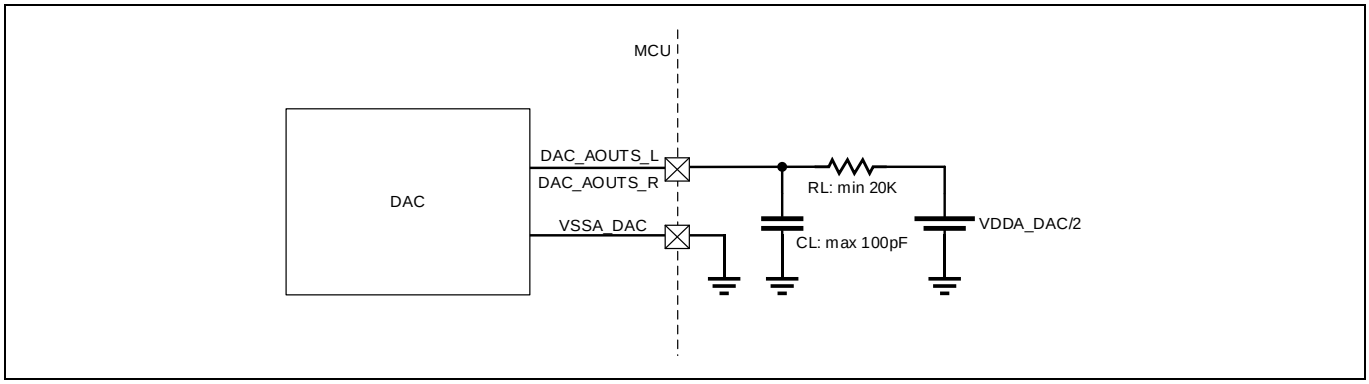
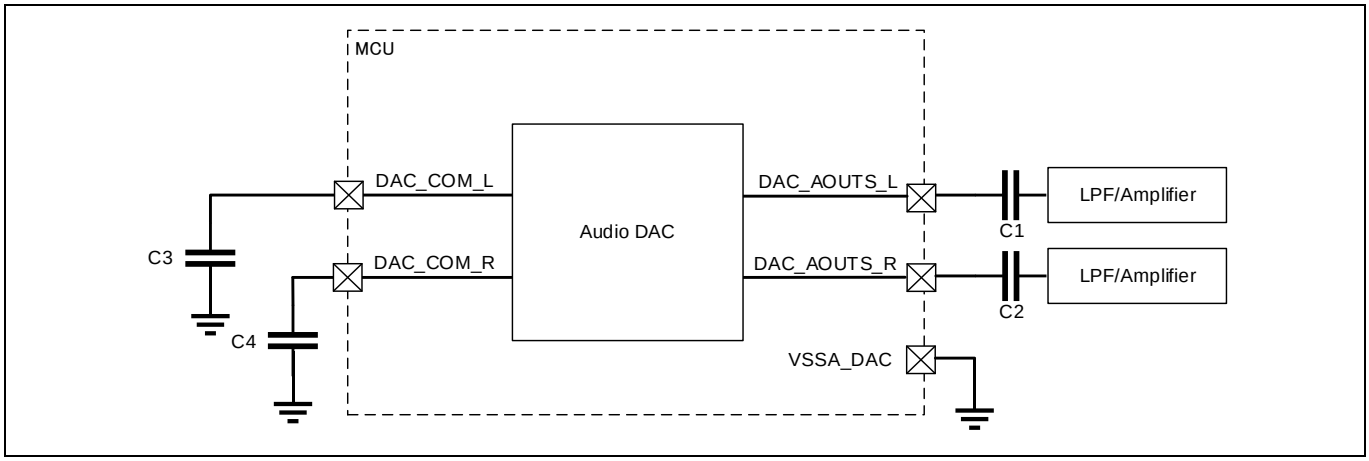

Figure 21 DC coupling connected to VDDA_DAC/2 (test circuit)
Figure 22 AC coupling connected to LPF and amplifier (application example)
*Note: In the application, to connect to the speakers, small series capacitors are added to the output pins DAC_L/R, as shown in **Figure 22**. This HW setup is not in contradiction to the parameters RL and CL of SID1300 (see **Table 10**). These parameters belong to the test circuit as shown in **Figure 21**.*